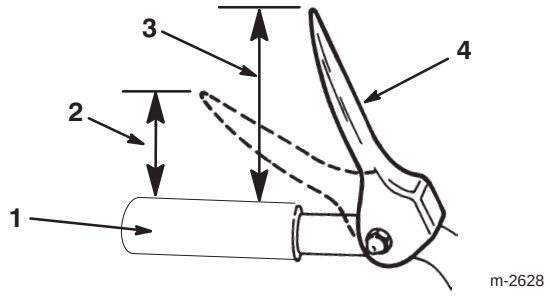

Bild 12
5. Überprüfen Sie den Abstand zwischen der Oberkante des Handgriffs und der Unterkante des Betätigungshebels für Schnecke/Gebläserad. Der Abstand sollte circa 10 cm betragen (Bild 12).
Hinweis: Die zum Drücken des Hebels aufzuwendende Kraft erhöht sich merklich, wenn der Antriebsriemen für Schnecke/Gebläserad vollkommen gespannt ist (ca. die Hälfte des Hebelweges). Die Einstellung ist korrekt, wenn die Kraft **zunimmt** und der Abstand zwischen der Oberkante des Handgriffs und der Unterkante des Betätigungshebels für Schnecke/Gebläserad 5 cm beträgt (Bild 12).